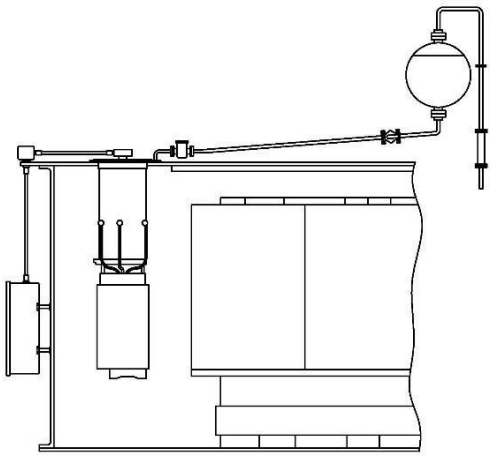

Рис. 12. Схема расположения переключающего устройства
4.1. Установка переключающего устройства на крышке бака трансформатора (Рис. 12)